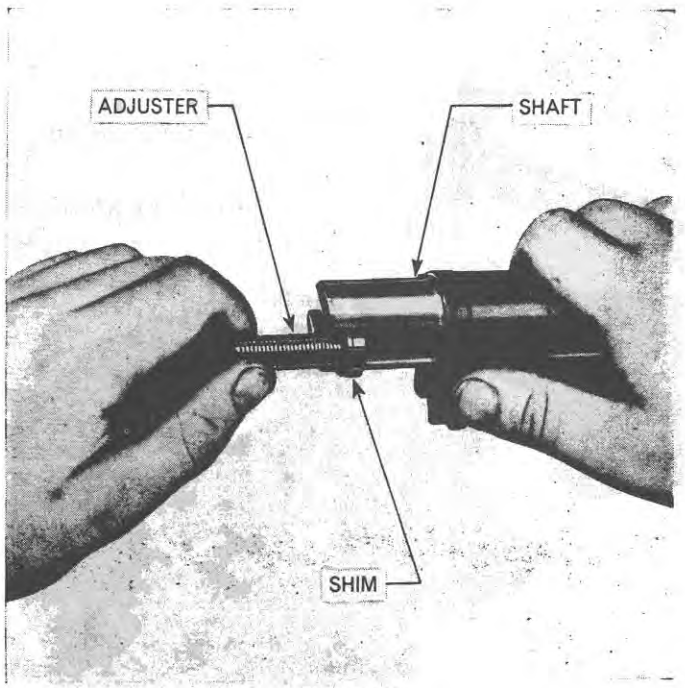

Figure 45
9. Select the appropriate adjuster shims to give 0·000 in.–0·0002 in. (0·0000–·0051 mm.) clearance between the heads of the adjusters and the base of the 'T' slot in the rocker shaft, Figure 45.